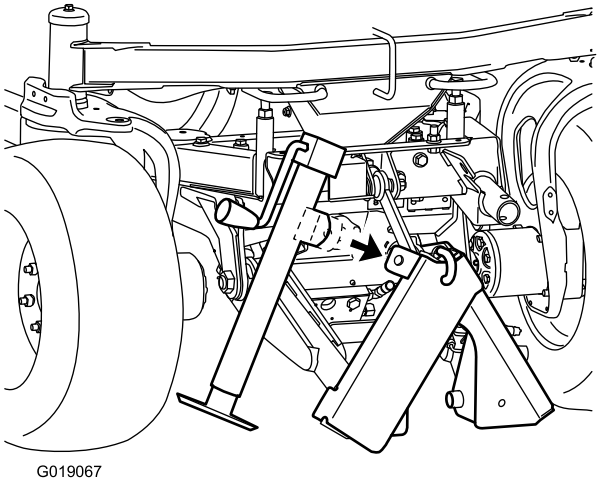
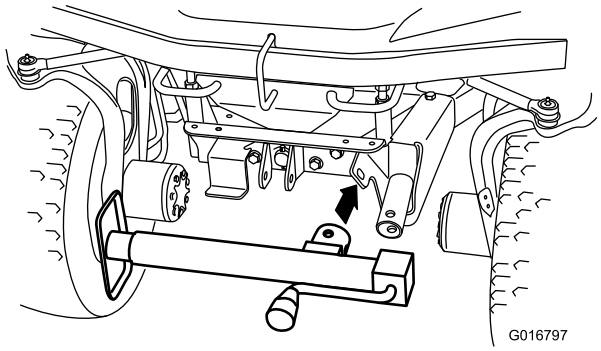

Figura 7
Figura 8
1. Agganciate il mozzo del cavalletto sull'aletta della staffa di stoccaggio del cavalletto stesso (Figura 7) o sull'aletta della staffa del cavalletto (Figura 8).